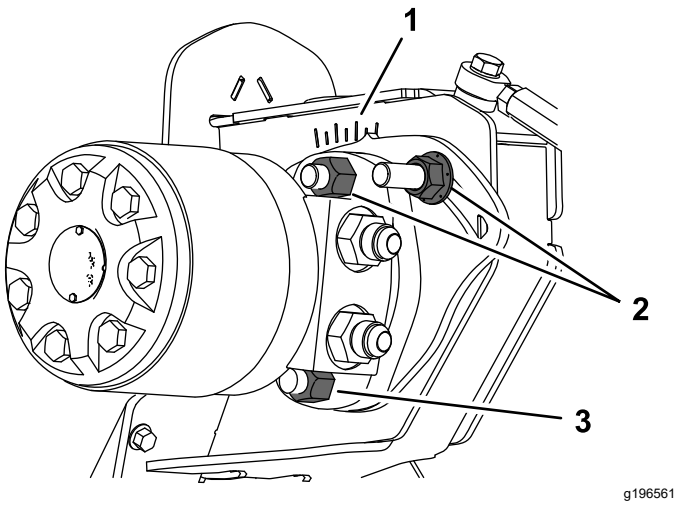

Figure 21
1. Loosen, but do not remove, the 3 mounting bolts on the broom motor until you can rotate the motor around the lower bolt (Figure 21).